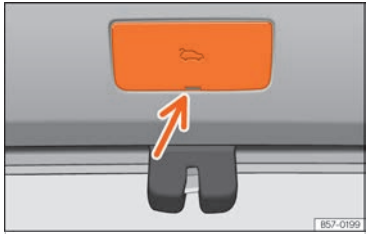

Fig. 63 Detall del maleter: accés al desbloqueig d'emergència.
- Traieu la coberta fent palanca amb l'espasí de la clau ››› **fig. 63**.